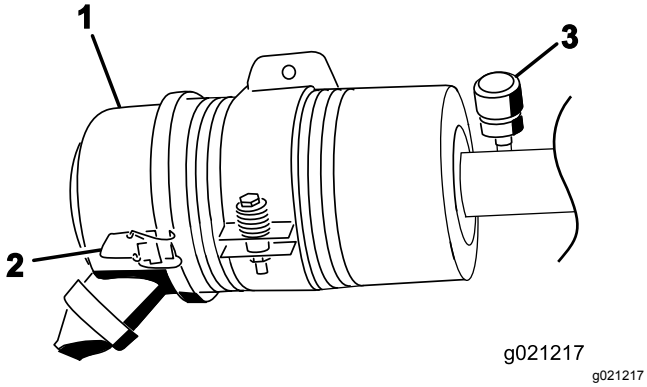

Figur 70
Overhal filteret på luftrenseren kun når indikatoren tilsier det (Figur 70). Hvis du skifter filteret før det er nødvendig, øker det bare risikoen for at det kommer inn smuss i motoren når filteret er fjernet.
1. Utløs låsene som fester luftrenserdekslet til luftrenserhuset (Figur 70).